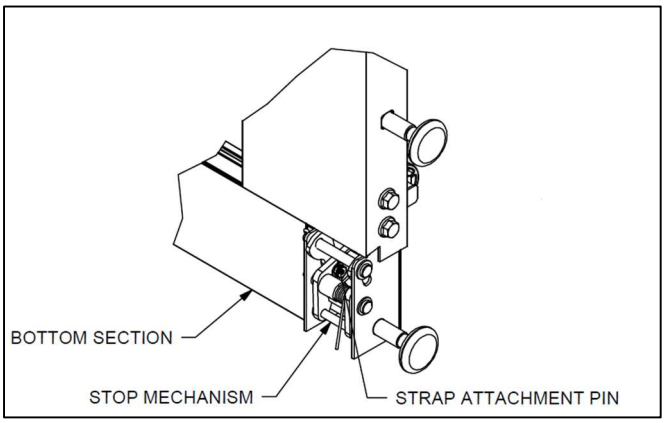

***Figure 15 – ATTACHING SAFETY BRAKE SAFETY SYSTEM TO BOTTOM SECTION with the STOP BRACKET ASSEMBLY***
I. If the door includes the safety brake safety system option as shown in **Figure 15**, as the strap becomes tight the stop mechanism will rotate into the bottom insert assembly and out of the way of operation. If the strap becomes loose, due to failure or other reasons, the stop mechanism will deploy and catch the toothed angle installed on the wall angle.